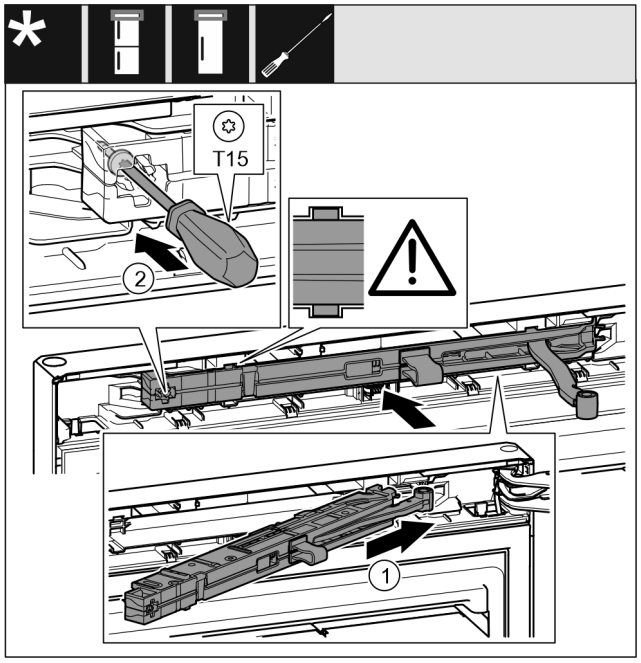

Fig. 41
- ▶ Iebīdiet slīpi durvju amortizatora mezglu *Fig. 41 (1)* gultņa balsta pusē līdz galam padziļinājumā.
- ▶ Pieskrūvējiet skrūvi *Fig. 41 (2)* ar skrūvgriezi.